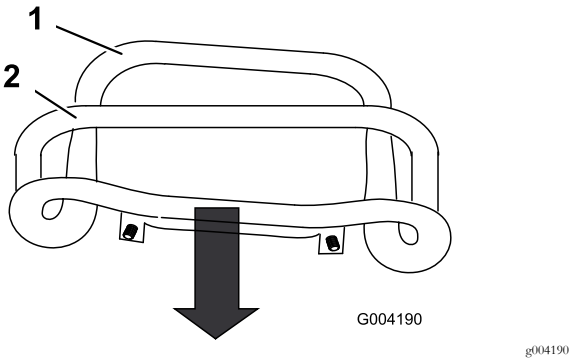

Figur 54
3. Dra drivreglaget rakt bakåt så att reglagets främre del nuddar vid referensstaven (Figur 54).